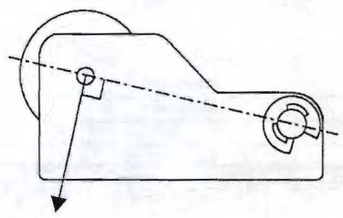

Fig. 2-1
3. Pull the spring scale in direction indicated in Fig. 2-1 until the pinch roller fully loses contact with the capstan shaft ; then slowly ease the scale so the pinch roller moves back toward the capstan shaft.
3. ピンチ・ローラがキャプスタン・シャフトから完全に離れるように秤を矢印の方向（図2-1）に引っ張た後、ピンチ・ローラが再びキャプスタン・シャフトに接触するように徐々に戻す。